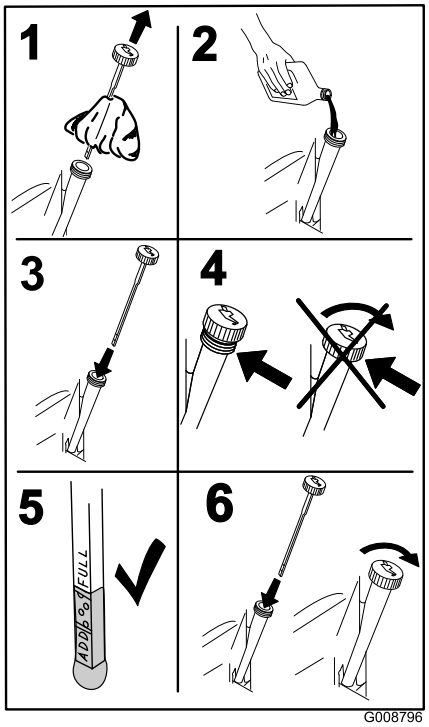

Figur 45
5. Slå langsomt cirka 80 % av den spesifiserte oljen ned i påfyllingsrøret, og tilfør sakte resten av oljen til den når **Full**-merket (Figur 45).